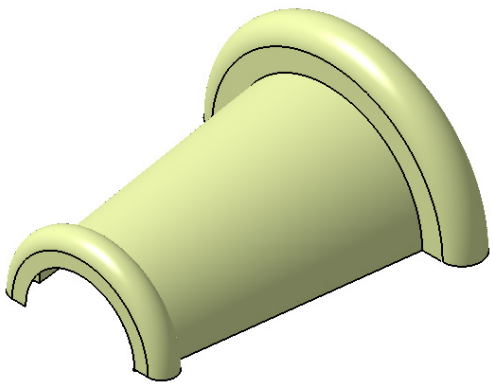

Figure 17-86 *Revolved base surface*
5. Choose the **OK** button from the **Revolution Surface Definition** dialog box. Figure 17-86 shows the resulting revolved base feature.